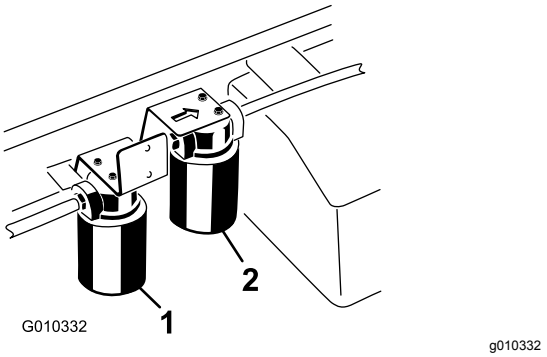

Figur 68
3. Ställ ett avtappningskärl under filtret och ta bort filtret (Figur 68).
1. Rengör runt området där högflödesfiltret monteras (Figur 68).